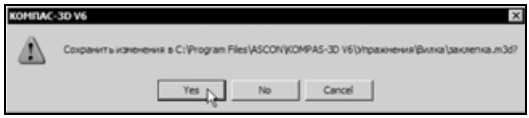

Рис. 7.90
- Закройте окно детали. Подтвердите сохранение внесенных изменений (рис. 7.90).